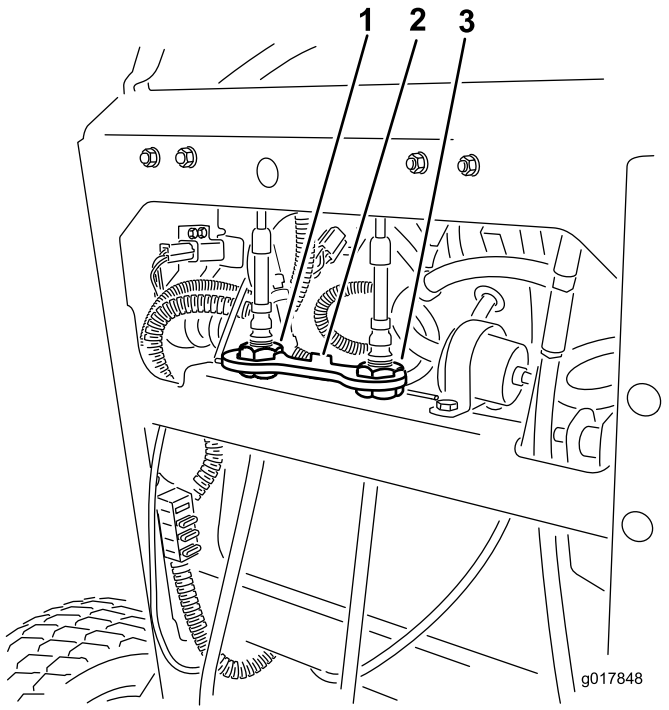

Figur 56
4. Roter høyre kabeljustering for å posisjonere høyre bevegelseskontroll til midten av kontrollpanelets frie stilling (Figur 56).